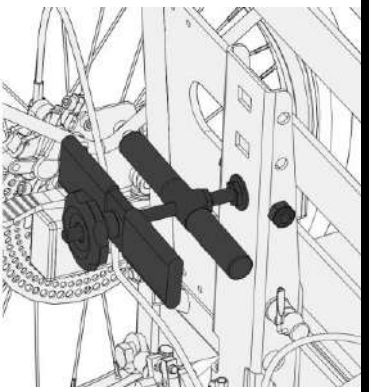

Abbildung 32 - Tabelle zur Positionierung des Flansches
- Wenn im vorherigen Schritt Teile Ihres Fahrrads die Positionierung der Klemme stören oder wenn die Klemme sich nicht vor den Gabelhülsen befindet, verschieben Sie die Klemme anhand der Angaben auf den Etiketten eine Kerbe tiefer (siehe Abbildung 32 in Kapitel 6B Schritt 3). Wenn Sie sich zum Beispiel in der Position 29" - 26" befinden und der Flansch nicht richtig positioniert ist, müssen Sie bis zur mit 26" - 20" markierten Kerbe gehen;